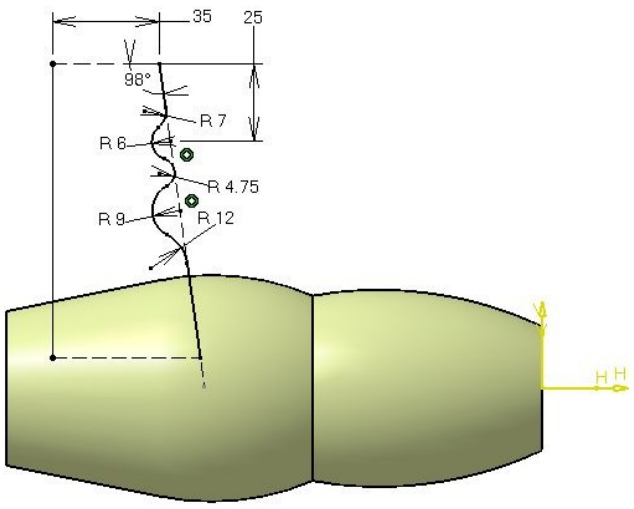

Figure 11-92 *Sketch of the second guide curve*
4. Draw the sketch of the second guide curve, as shown in Figure 11-92, and exit the **Sketcher** workbench.